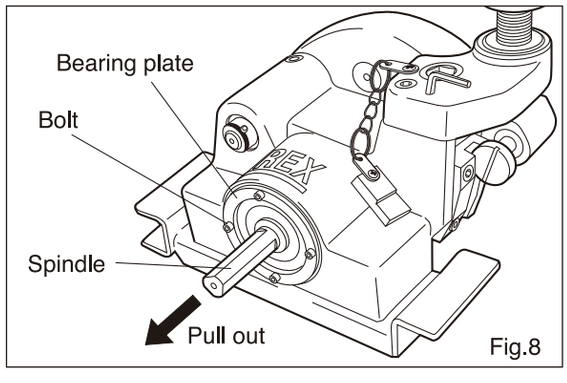

Fig.8
1) Loosen the 4 bolts in the bearing plate to remove the bearing plate. (Fig. 8)